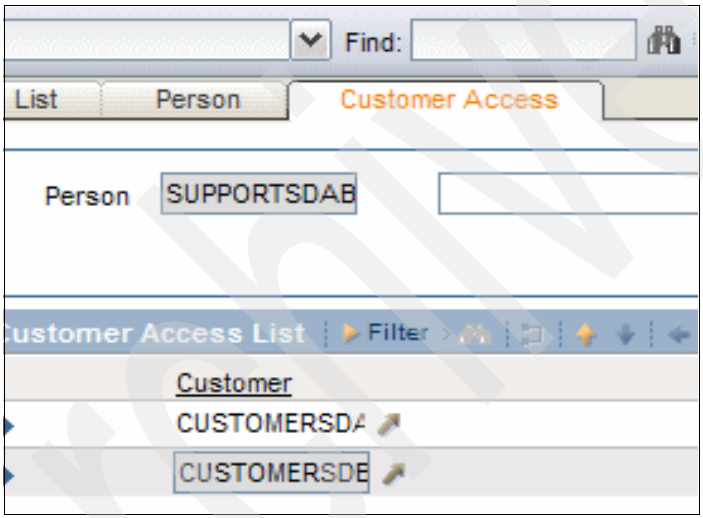

Figure 13-18 Create a support user that will have access to the two customers
18. From the Person application Detail Menu, select **Select Value** → **People (SP)**.
20. Click the **Customer Access** tab, and add a new row called CUSTOMERSDB, as shown in Figure 13-18.